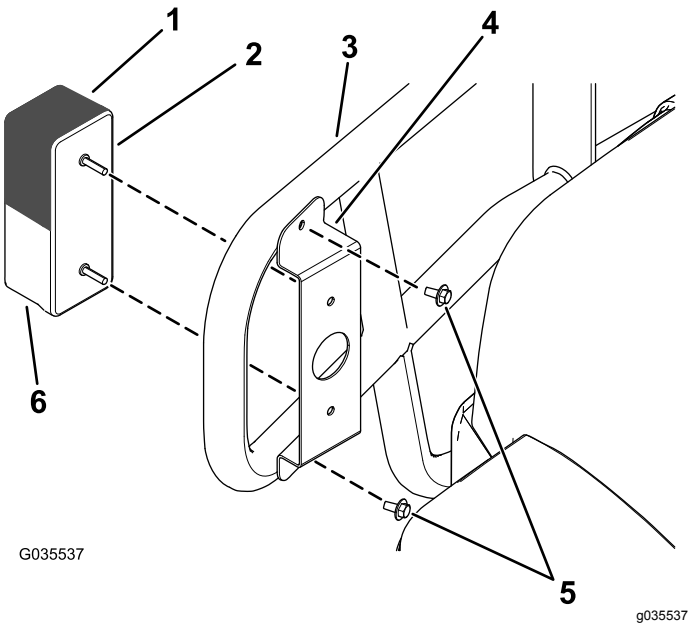

Figura 3
2. Instale la luz delantera de posición/de intermitente en la defensa delantera con el soporte delantero y 2 los tornillos autorroscantes (1/4" x 1/2") retirados anteriormente, tal y como se muestra en la Figura 3.
Nota: Asegúrese de que la lente ámbar (luz de intermitente) se coloca en la parte superior de la lente transparente (luz de posición), tal y como se muestra en la Figura 3.